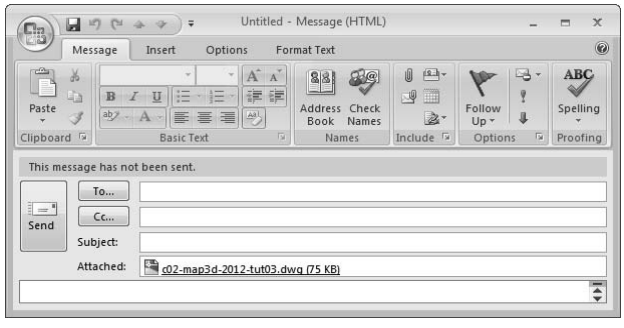

Figure 2-27 *Microsoft Outlook with the current drawing file attached*
1. Choose **Send > Email** option from the Application Menu; the *c02-map3d-2012-tut03.dwg* file is attached to the e-mail in Microsoft Outlook, if this software is installed on the system, as shown in Figure 2-27.